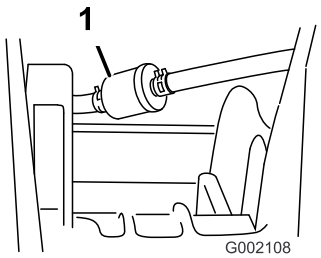

Figur 34
5. Fjern de klemmer, der fastgør brændstoffilteret til brændstofslangerne (Figur 34).